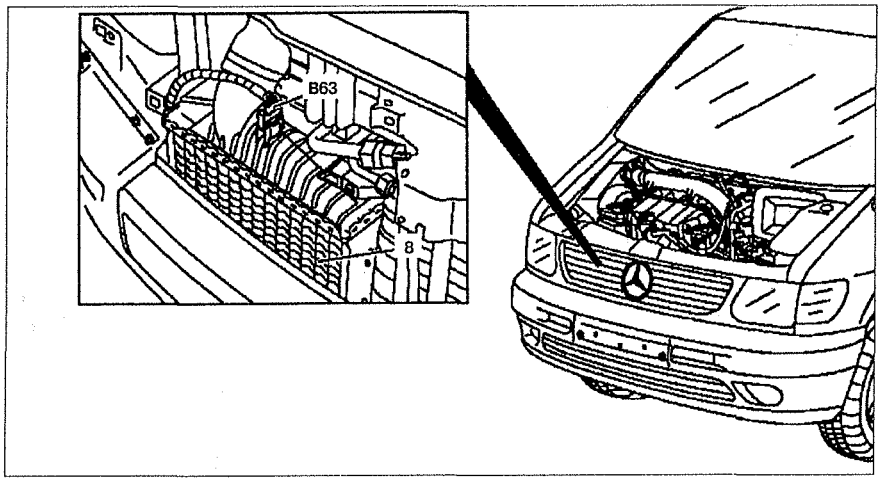

Рис. 5.50. Датчик температуры сжатого воздуха:
1. Отсоедините разъем проводки от датчика температуры сжатого воздуха **B63** (см.рис.5.50).